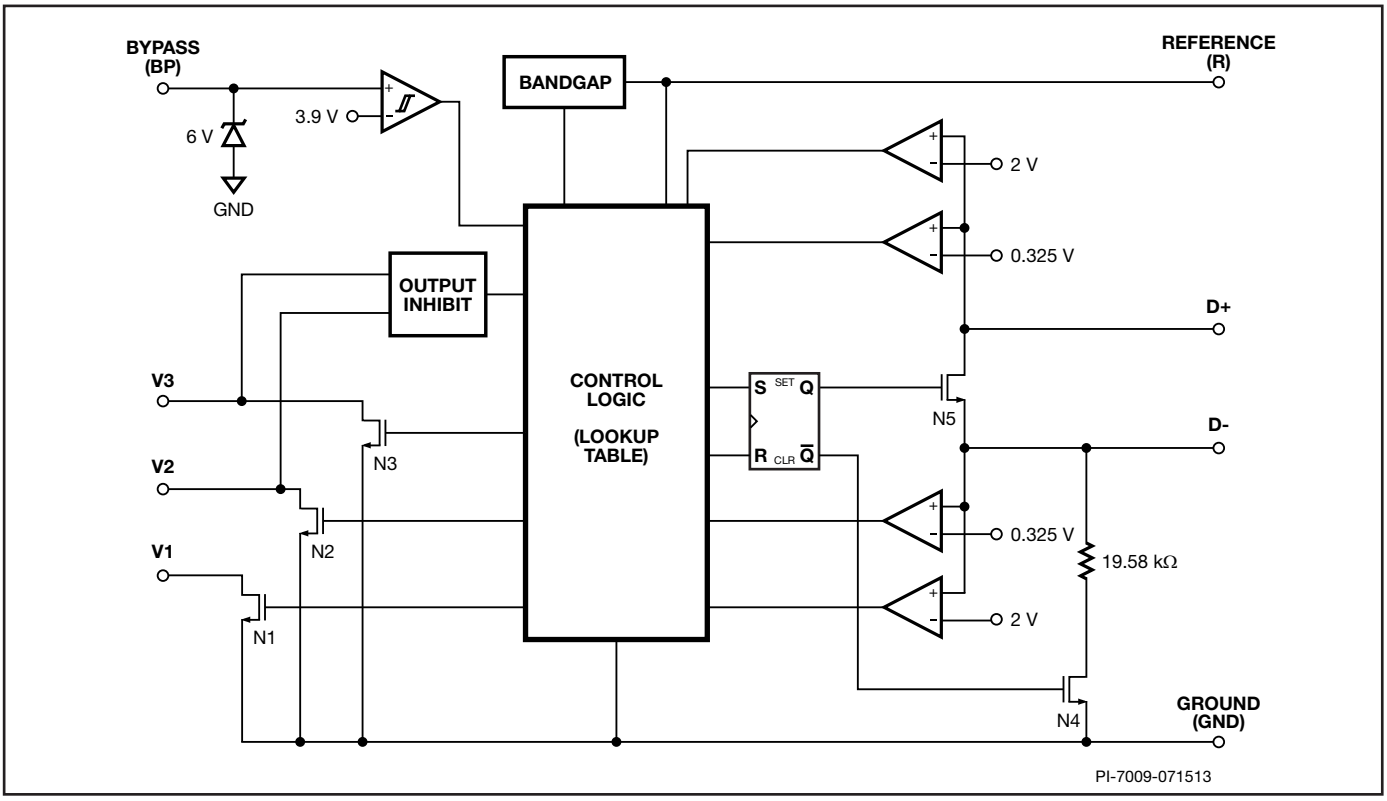

Figure 3. Functional Block Diagram.
At power-up CHY100 turns on switch N5 (see Figure 3) in 20 ms or less after the BYPASS pin voltage has reached 4 V. Switch N4 and output switches N1 to N3 remain off. This sets the default 5 V output voltage level. With D+ and D- short-circuited the normal handshake between the AC-DC adapter (DCP) and powered devices (PD) as described in the USB Battery Charging Specification 1.2 can commence. After switch N5 has been turned on CHY100 starts monitoring the voltage level at D+. If it continuously stays above $V_{DAT(REF)}$ (typ. 0.325 V) and below $V_{SEL(REF)}$ (typ. 2 V) for at least 1.25 seconds CHY100 will enter Quick Charge 2.0 operation mode. If the voltage at D+ drops any time below 0.325 V CHY100 resets the 1.25 seconds timer and stays in USB Battery Charging Specification 1.2 compatibility mode with a default output voltage of 5 V.